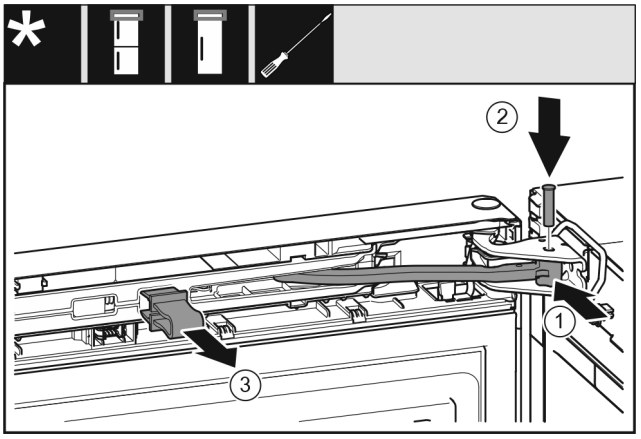

Fig. 26
▶ Turn the hinge in the bearing bracket. *Fig. 26 (1)*
▶ Insert the bolt in the bearing bracket and hinge. Make sure that the latching lug sits correctly in the groove. *Fig. 26 (2)*
▶ Remove the locking device. *Fig. 26 (3)*